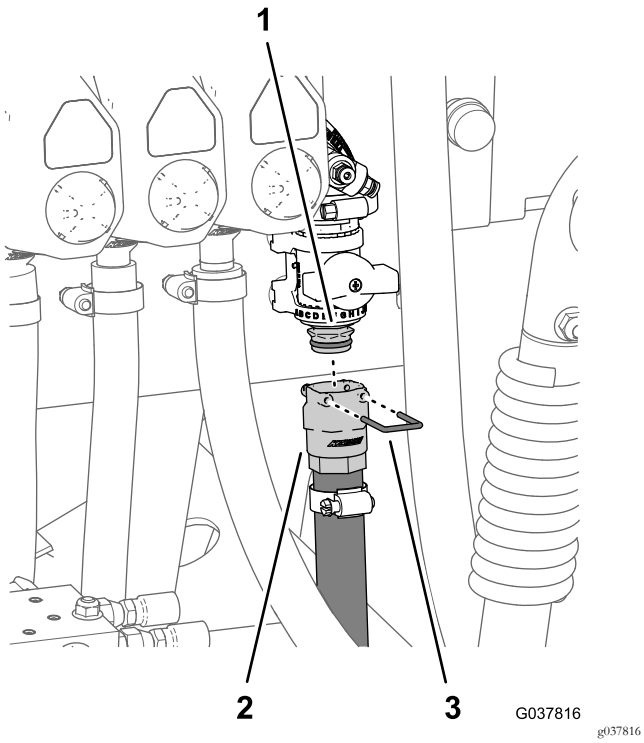

Figura 94
2. Conecte el acoplamiento rápido de la manguera al acoplamiento rápido de la válvula de cierre (Figura 94).
3. Sujete los acoplamientos rápidos de las mangueras y la válvula de cierre con la horquilla de retención suministrada con el acoplamiento rápido de la manguera (Figura 94).